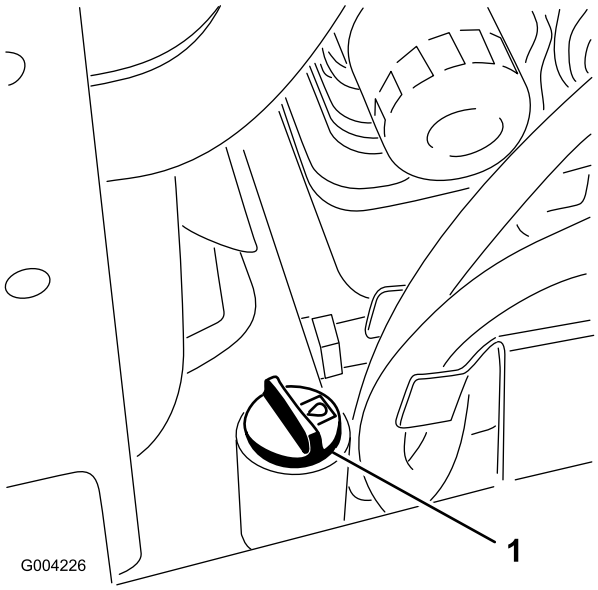

**Figur 17**
5. Gör rent omkring påfyllningsröret och hydraultanklocket (Figur 17).